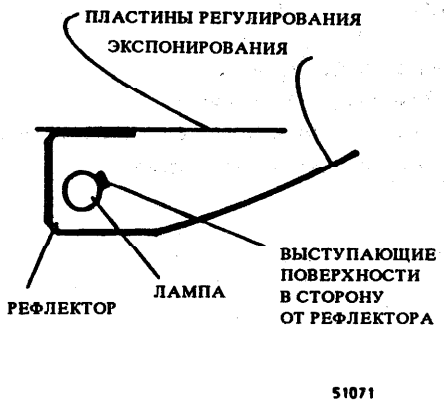

Рис. 3. Ориентация экспонирующей лампы
1. (Рис. 3): установить лампу так, чтобы выступ был направлен примерно так, как показано на рисунке.